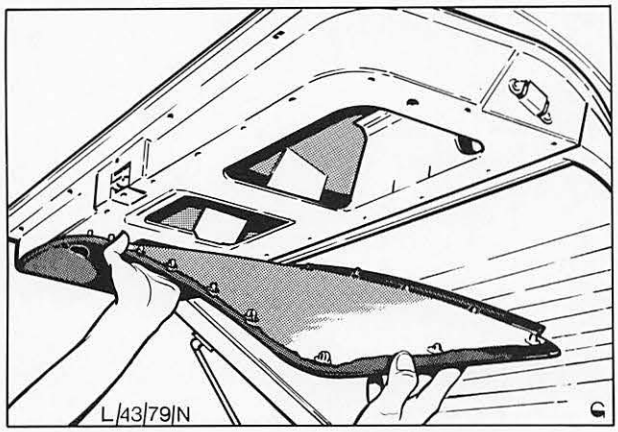

Abb. 58 Türverkleidung von Rückwandtür abbauen.
2. Verkleidung auf die Rückwandtür montieren, Halteclipse durch Verschieben der Verkleidung zu den Öffnungen im Türinnenblech ausrichten. Verkleidung fest andrücken, Abb. 58.